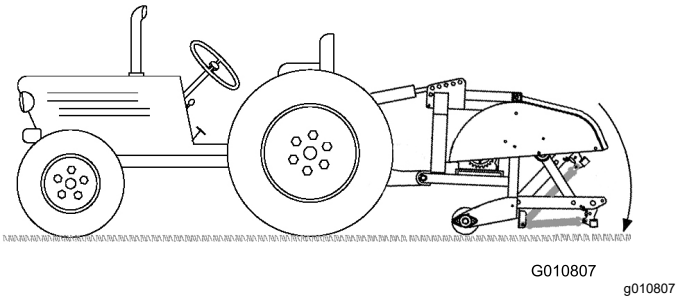

Figura 13
4. Abbassate l'arieggiatore al suolo ed estendete completamente il cilindro dell'attacco idraulico superiore o l'attacco superiore (Figura 13).